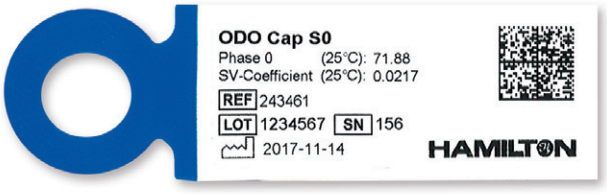

Figure 3: Example sensor label with calibration values.
1. Read the Phase 0 (°) and Stern Volmer Coefficient (-) written on the sensor label (see figure 3).